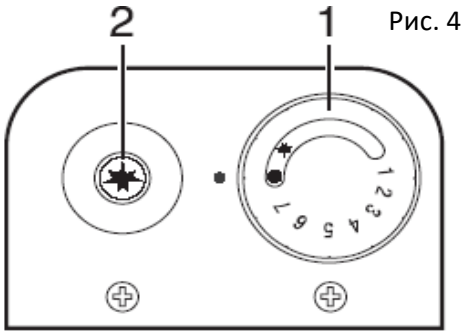

Рис. 4
A - регулятор 1* и кнопка пьезоэлектрического поджига 2* (см. рис. 4)
- Регулятор **1** (см. рис. 4) поверните в положение поджига и нажмите до упора.